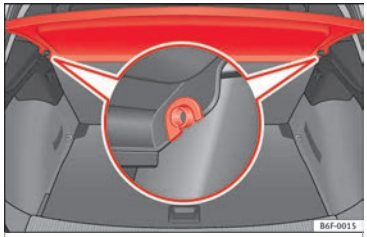

Rys. 166 W bagażniku: wyjmowanie i wkładanie tylnej półki.
- Unieść półkę do góry i wyjąć z zaczepów bocznych ››› rys. 166.
• Wsunąć półkę poziomo, tak aby „wgłębienie“ pasowało do osi wsporników, ››› **rys. 166** i wcisnąć do zatrzaśnięcia.